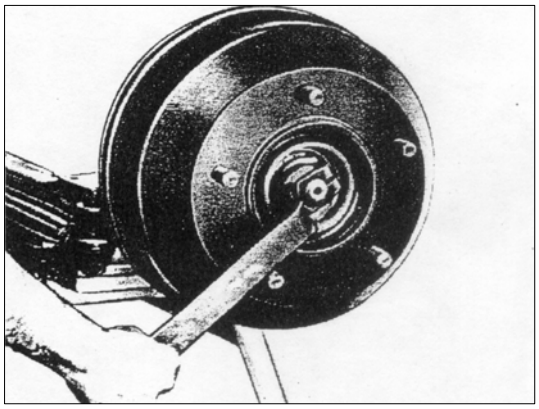

РИС. 277
3) Открутите и снимите разрезную гайку, используя специальный ключ (см. рис. 277). Снимите упорную шайбу.